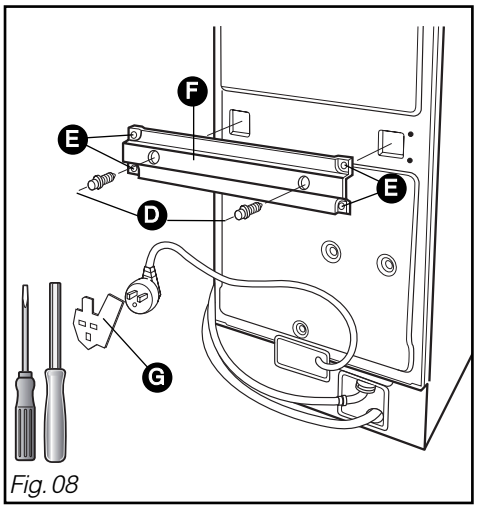

Fig. 08
– Dévissez les 2 **vis** D et les quatre **vis** E à l'aide d'une clé à tube de 10 ou d'un tournevis plat *(Fig. 08).*